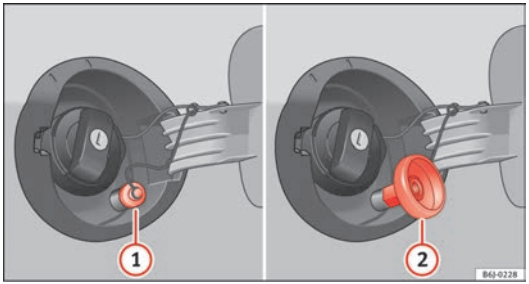

Fig. 119 Fuel tank open with LPG filler neck and adapter.
– Unscrew the cap of the gas filler neck ⇒ fig. 119 (1).
– Screw the required adapter ⇒ fig. 119 (2) on the gas filler neck (1).
– Unscrew the adapter ⇒ fig. 119 (2).
– Screw on the cap of the gas filler neck ⇒ fig. 119 (1).